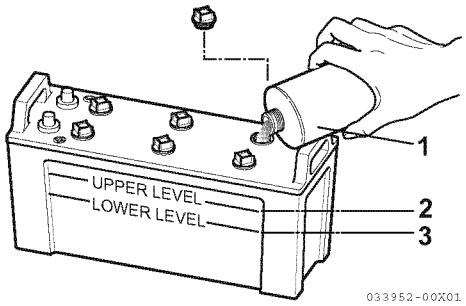

Figur 5
1. Fjern det gule oljepåfyllingslokket fra påfyllingshullet (1, **Figur 5** *på side 26*). Fjern tappepluggene (både høyre og venstre) i den nedre delen av bunnpannen og tøm ut motoroljen.
4. Dersom nivået er lavere enn minimum, fyllingsnivå (3, **Figur 5**), fyll opp med destillert vann (1, **Figur 5**) (fås i dagligvarebutikker) opp til den øvre grense (2, **Figur 5**) på batteriet.